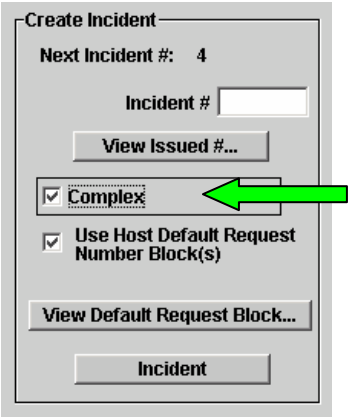

Figure 7. Creating a Complex incident
- An incident must be identified as a complex when it is created. This is done via a 'Complex' checkbox that has been added to the New Initial Report or Incident screen (Figure 7). An existing non-complex incident may not be altered to make it a complex. Likewise, a complex incident may not be changed to make it not a complex. A complex may be any incident type ***except preposition***.